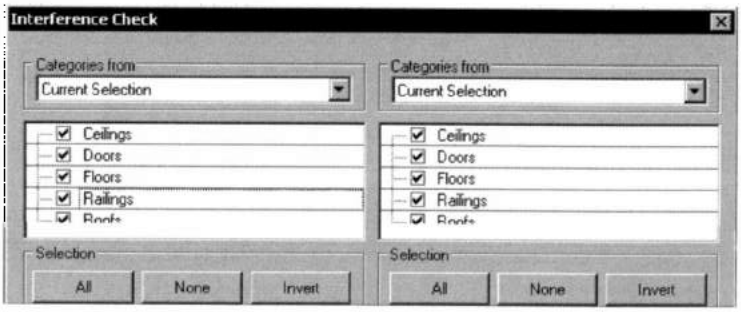

Рис. 8.18. *Контроль пересечений*
2. На ленте **Collaborate** в разделе **Coordinate** командой **Interference Check > Run Interference Check** открыть бокс **Interference Check** (рис. 8.18). Если на виде уже были выбраны элементы, будут отображены только категории выбранных элементов. В противном случае будут отображаться все категории текущего проекта.